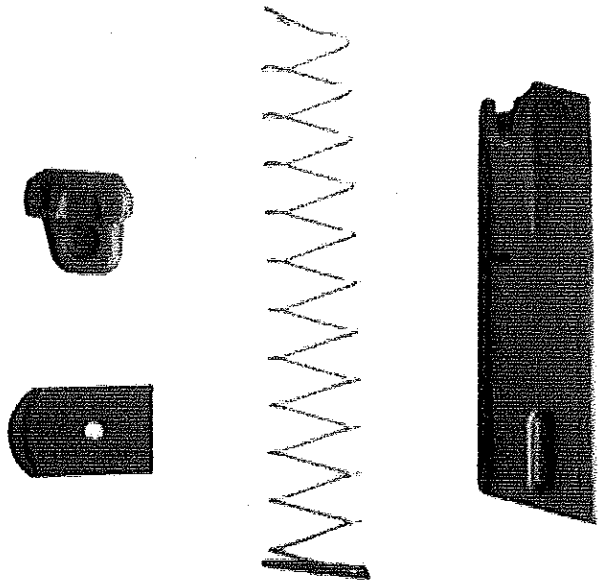

Figure 1-26. M9 Magazine Disassembled.
4. Remove the floorplate retainer and magazine spring and follower from the magazine tube (see fig. 1-26).